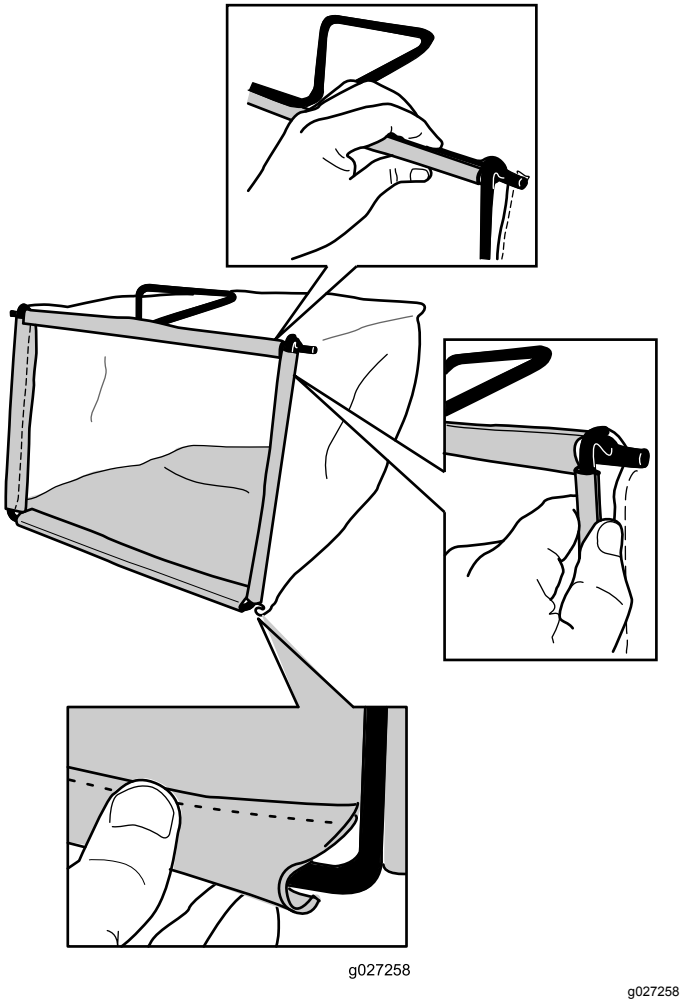

Figur 8
2. Sæt posens nederste kanal fast på bunden af stellet (Figur 8).
3. Sæt posens top- og sidekanaler på hhv. toppen og siderne af stellet (Figur 8).